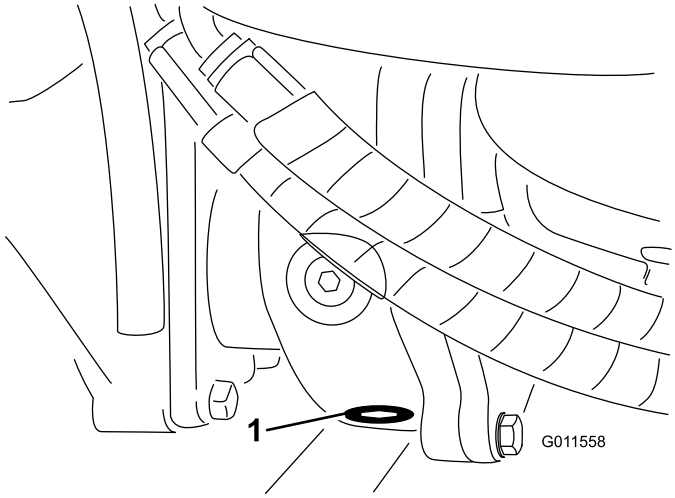

Figur 64
5. Rengör området kring avtappningspluggen på botten av växellådan (Figur 64).